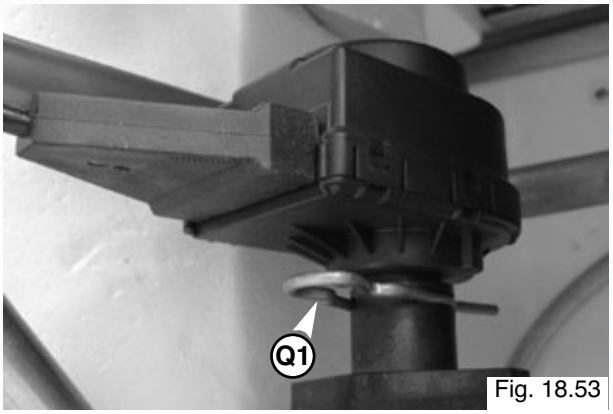

Fig. 18.53
2. Remove the clip "**Q1**" and the three way valve motor (see Fig.18.53);